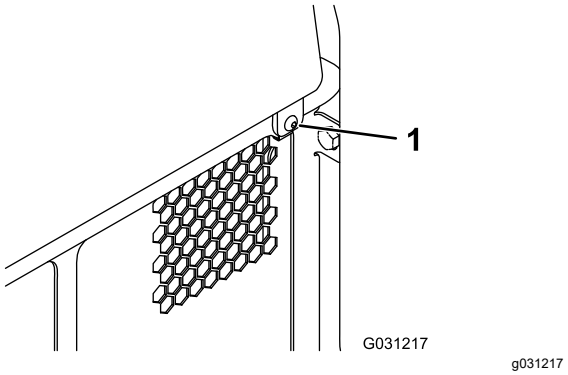

Figuur 34
1. Verwijder de bevestiging (Figuur 34).
2. Hef het inspectieluik aan de achterzijde op om toegang te krijgen tot de interne onderdelen (Figuur 34).